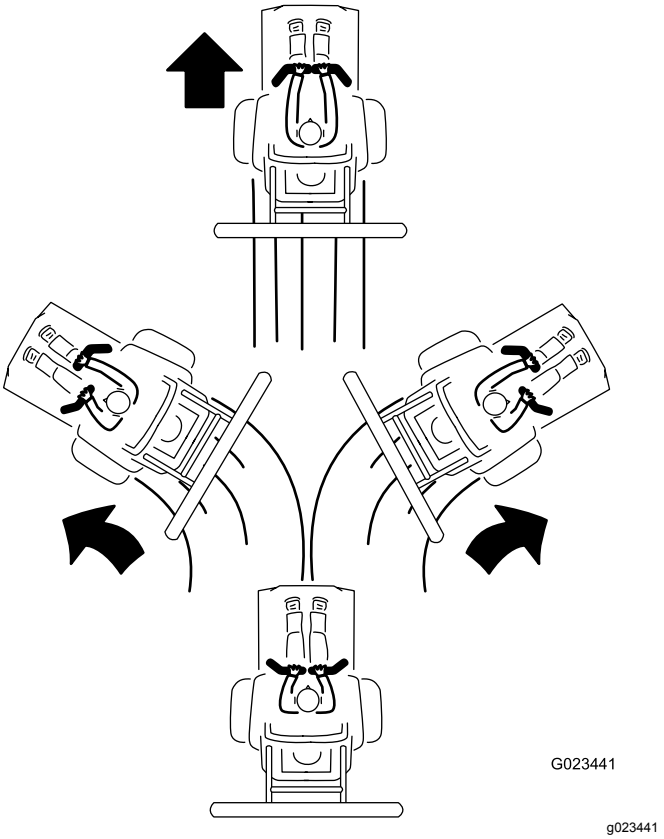

Figuur 24
3. Om vooruit te rijden, duwt u de bedieningshendels langzaam naar voren (Figuur 24).